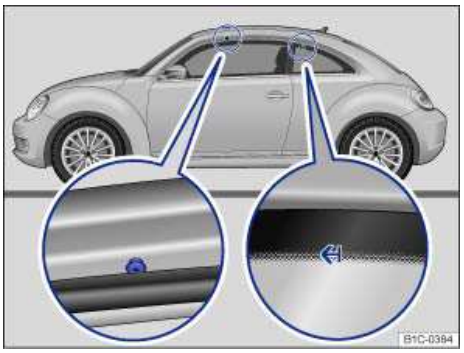

Fig. 91 Attachment points for the base carrier and roof rack.
The front mountings for the base carrier are on the underside of the roof frame, underneath the rubber gasket ⇒ fig. 91 (left magnified view). The rear markings for the location of the base carrier are on the rear side windows (right magnified view).
- **Secure the roof rack base carrier only at the attachment points shown in the illustration ⇒ fig. 91.**